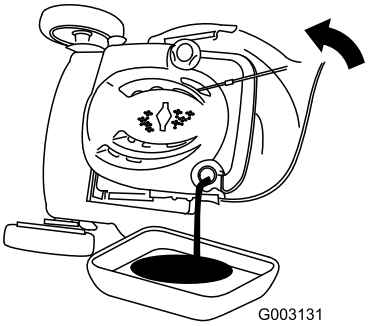

**Figuur 35**
7. Kantel de machine op zijn kant met de vulbuis omlaag om de gebruikte olie langs de vulbuis te laten uitlopen in een bak (Figuur 35).